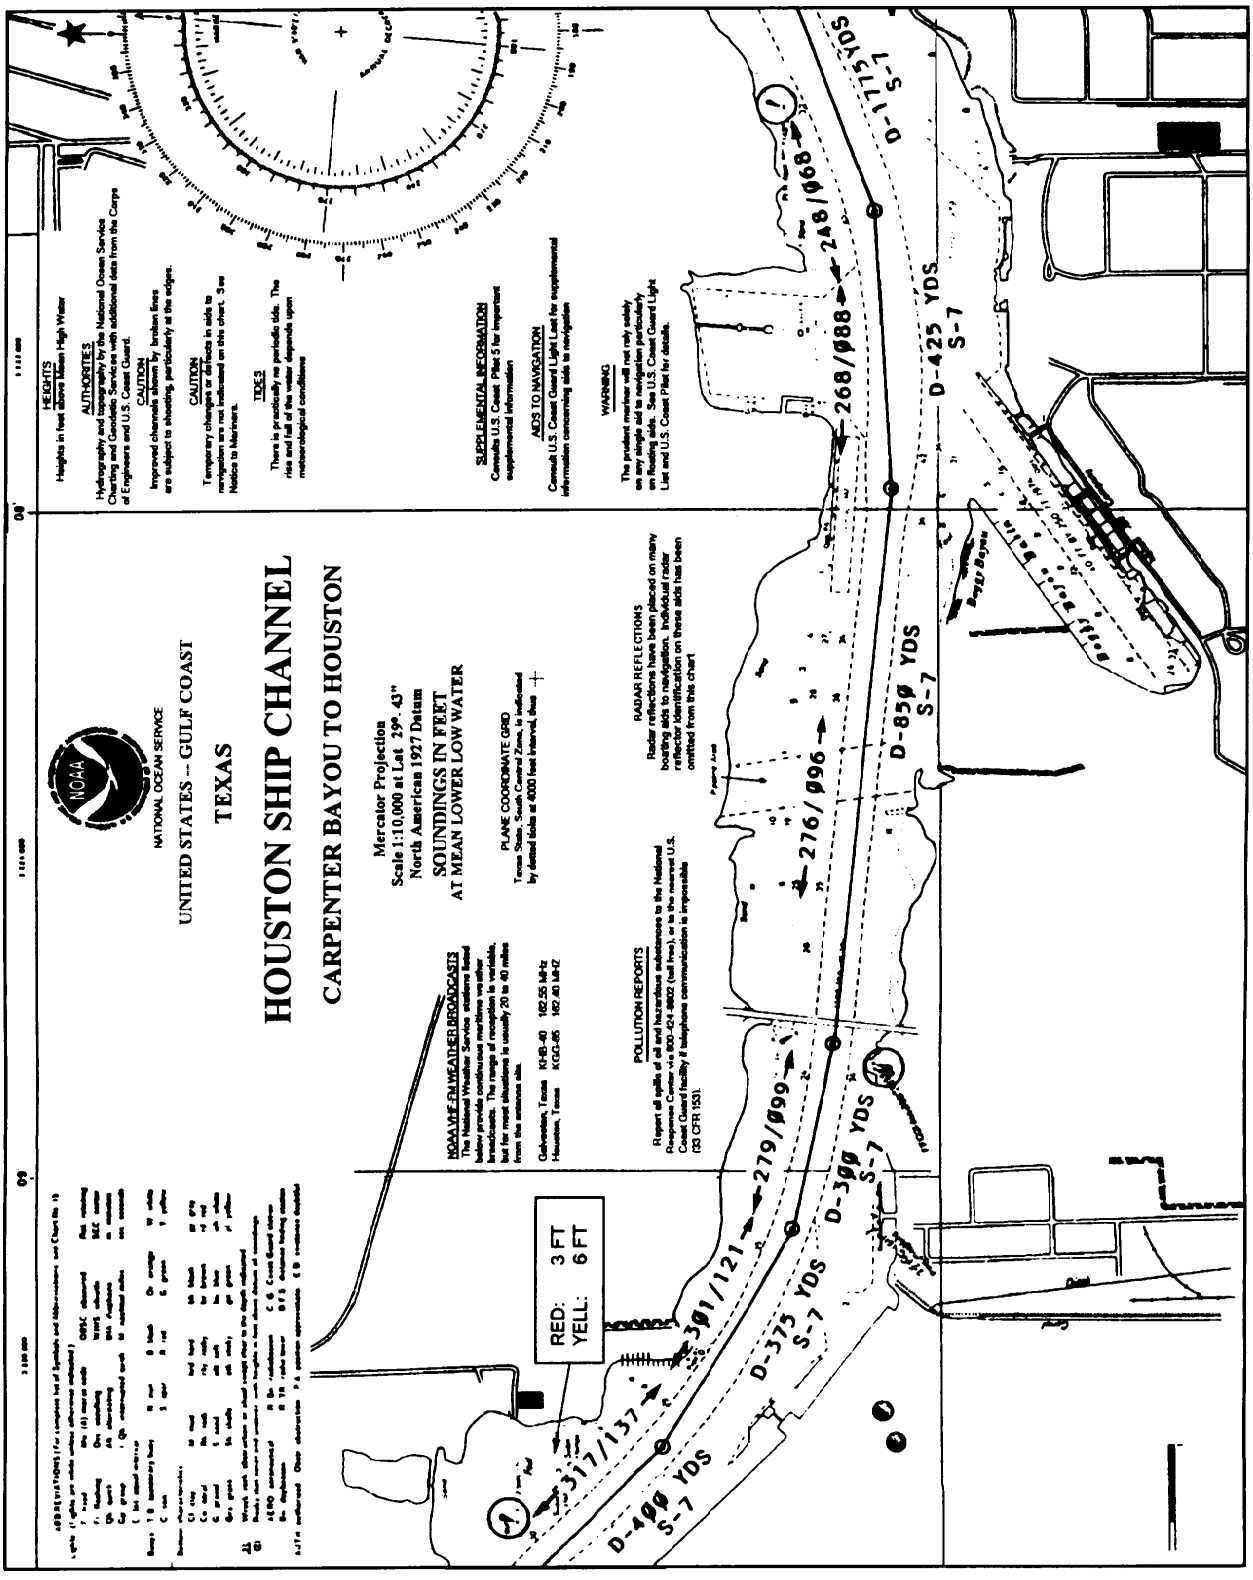

Figure 12-7. Example restricted water track.
2.	Lay down intended tracks. Normally, the intended track is laid down in the middle of the channel (see fig. 12-7). The only exceptions are very wide channels with mid-channel buoys where the track is laid in the center of one-half of the channel. Turn points are normally established by the intersection of two course lines that have been laid for different legs of the track.